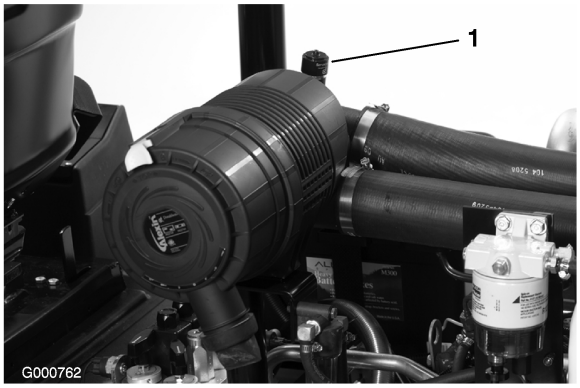

Figura 38
Effettuate la manutenzione del filtro dell'aria quando la spia (Figura 38) lo richiede. Sostituendo il filtro dell'aria prima del necessario si aumenta il rischio che la morchia entri nel motore quando si toglie il filtro.
6. Se la spia (Figura 38) è rossa, resettatela.